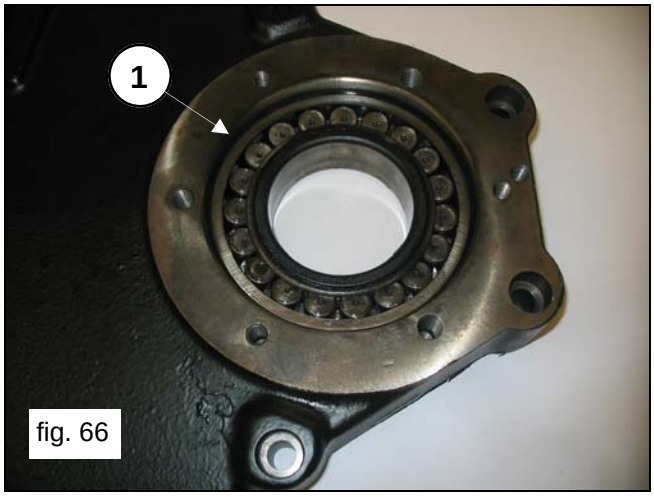

fig. 66
Assemble the bearing on the reducer cover (pos.①, fig.66).